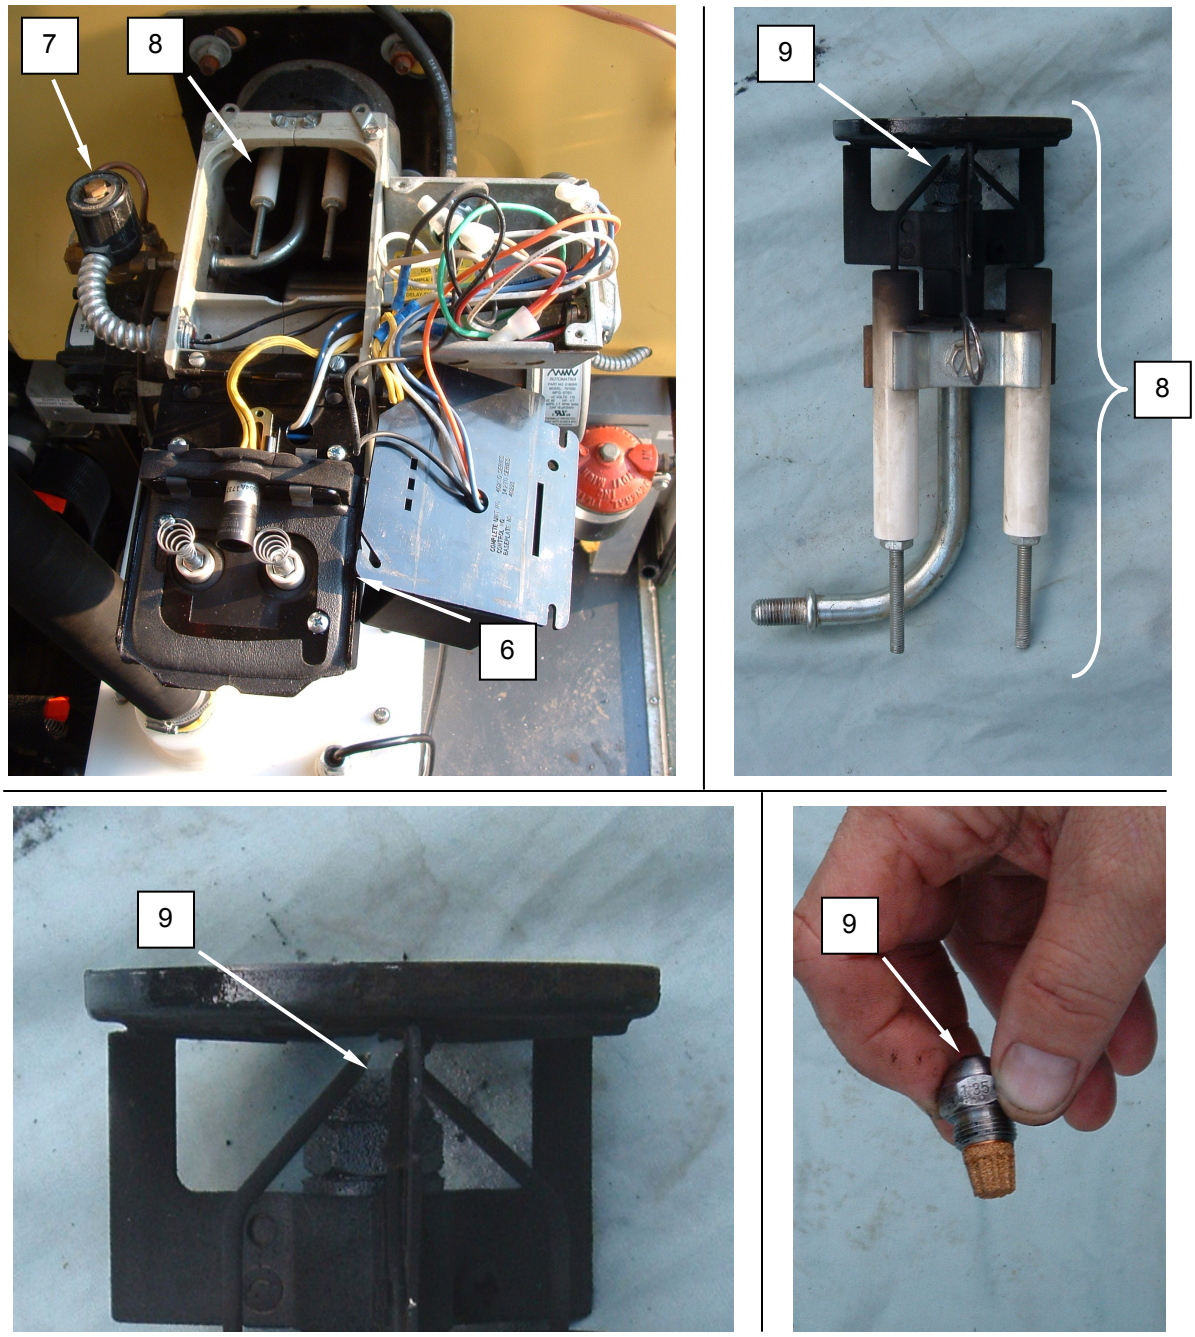

Figure 3. Replace Burner Nozzle.
2. Remove screws retaining transformer **(Figure 3, Item 6)** and swing transformer up and out of the way.
3. Loosen compression nut retaining the fuel solenoid **(Figure 3, Item 7)** to the nozzle assembly **(Figure 3, Item 8)**.
4. Remove the locknut retaining the nozzle assembly **(Figure 3, Item 8)** and remove the nozzle assembly.
5. Unscrew the nozzle **(Figure 3, Item 9)** from the nozzle assembly **(Figure 3, Item 8)**.
6. Install the replacement nozzle **(Figure 3, Item 9)** into the nozzle assembly **(Figure 3, Item 8)**.
7. Install the nozzle assembly **(Figure 3, Item 8)** into the burner and retain with locknut.
8. Connect the fuel solenoid **(Figure 3, Item 7)** to the nozzle assembly **(Figure 3, Item 8)** and tighten compression nut.
9. Swing transformer **(Figure 3, Item 6)** back into place and retain with screws.